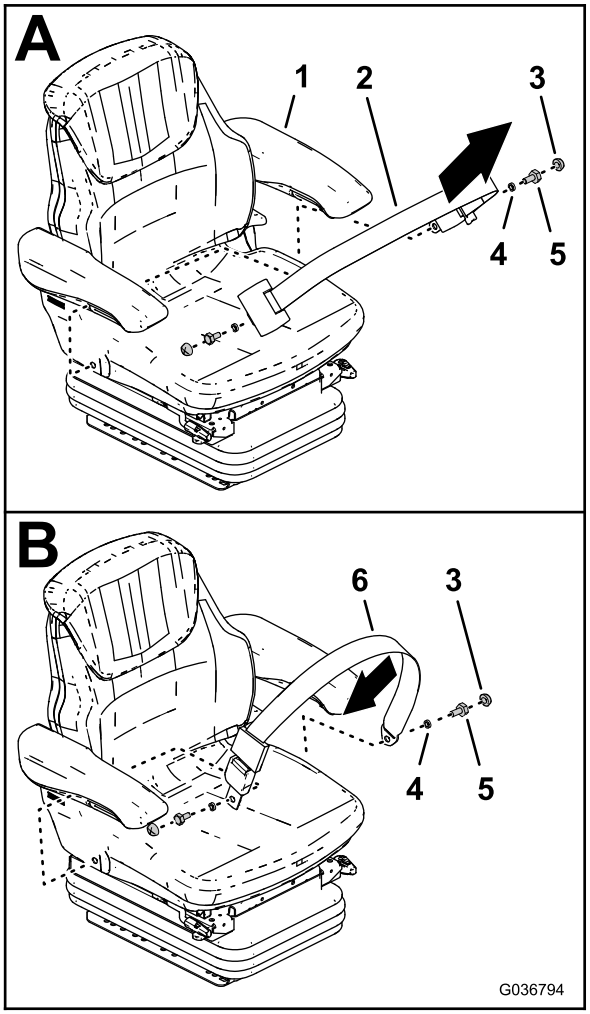

Figura 12
2. Retire do banco novo as coberturas e os parafusos que fixam o cinto de segurança de tensão automática e retire o cinto de segurança (Figura 12).
3. Monte o cinto de segurança estático no novo banco (Figura 12).
4. Aperte os parafusos com uma força de 35 a 43 N·m e instale as coberturas (Figura 12).